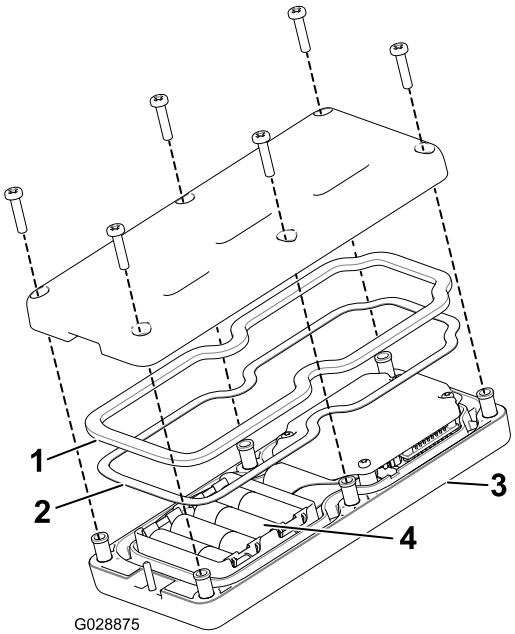

Figuur 46
3. Verwijder de 6 schroeven van de achterkant van het bedieningspaneel en verwijder het deksel (Figuur 46).
5. Let op de polariteit van de batterijen terwijl u de nieuwe plaatst. (Als de batterijen onjuist worden geplaatst, raakt de eenheid niet beschadigd maar zal deze ook niet functioneren). Op het draagtoestel staat de polariteit van de contacten aangegeven (Figuur 46).
6. Als u per ongeluk de rubberen afdichting en de stalen pakking hebt verwijderd, moet u ze zorgvuldig terug plaatsen in de groef in het bedieningspaneel (Figuur 46).
7. Plaats het deksel terug en bevestig het met de 6 schroeven die u eerder hebt verwijderd (Figuur 46) en draai deze vast met een torsie van 1,5 tot 1,7 Nm.